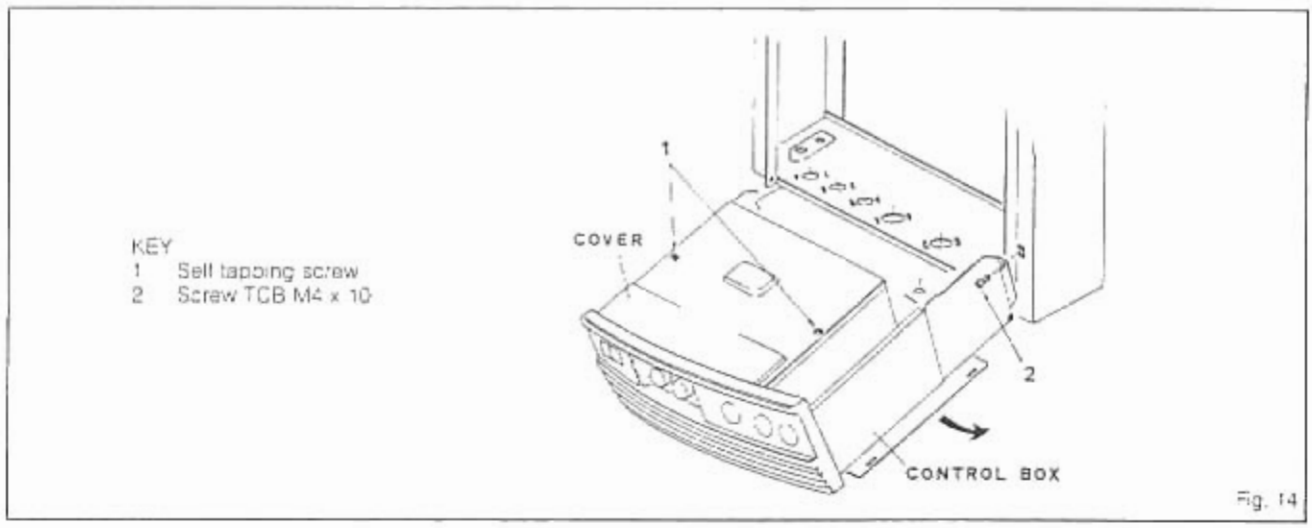

Fig. 14
- remove the front panel fixing screw (6);
- remove the front panel (5) by pulling forwards, starting at the top corners;
- unscrew the fixing screws (1) securing each side panel (3) and (4) (two each), and remove the panels by sliding upwards to release the supporting hooks.
- Screw in the wall mounting bracket adjusting screws until the appliance is secure and vertical, then pivot the control box downwards by removing the two rear screws as shown in fig. 14 and fit the two lower fixing screws to prevent any further movement using a long screwdriver through the clearance holes provided. Pivot the control box back into position and resecure with the two screws.
- The appliance safety valve is located towards the R.H.S. of the boiler and the discharge pipe is supplied loose. Remove the two screws TCB M4 x 10 (2 fig. 14) and lower the control box to improve access.